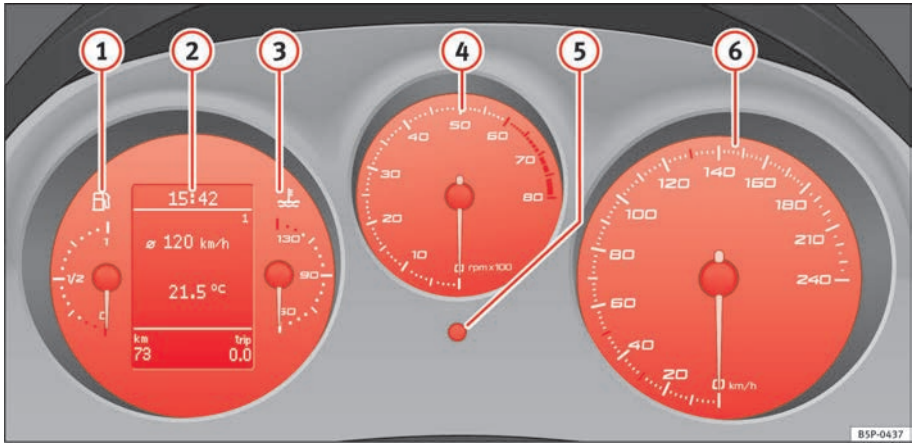

Fig. 33 Detailed view of instrument panel: instrument panel
The start of the red zone ⇒ page 57, fig. 33 (4) indicates the maximum engine speed operating at service temperature. However, it is advisable to change up a into a higher gear, move the selector lever to D or lift your foot off the accelerator before the needle reaches the red zone.
– Turn the setting knob ⇒ page 57, fig. 33 (5) clockwise until the first “click” to set the hour. The hour will flash. To change the hour, press the button.
The right-hand counter registers the short journeys. The last digit indicates steps of 100 metres. The trip recorder counter may be reset by holding down the reset button ⇒ page 57, fig. 33 ⑥ for a few seconds.